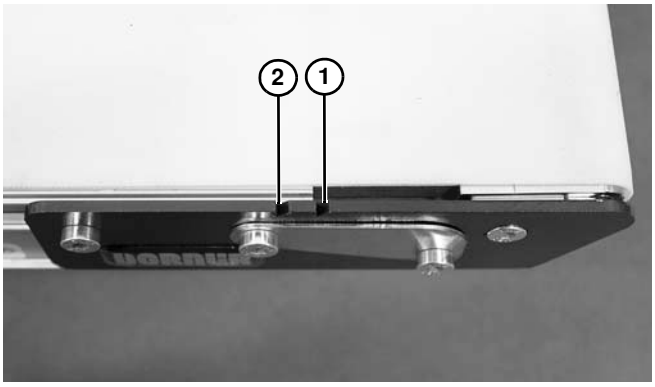

Abbildung 58
2. Kopfplattenbaugruppe einstellen, so dass das Ende des Förderbandrahmens mit oder zwischen den Spannungsmarkierungen auf der Kopfplatte **(Abbildung 58, Teil 1 & 2)** ausgerichtet sind. Band austauschen, wenn keine richtige Spannung erzielt werden kann, während das Ende des Förderbandrahmens mit oder zwischen den Spannungsmarkierungen ausgerichtet wird. Siehe HINWEIS.